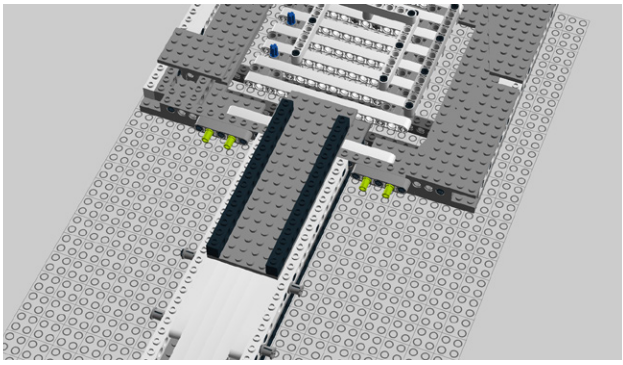

Figure 8-81. *Step 76: Inserting connector pegs*
76. Add four connector pegs as shown in Figure 8-81. The motors will mount to these pegs.